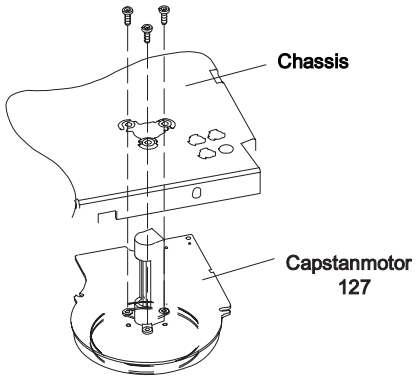

Fig. 17
– 3 Befestigungsschrauben (Fig. 17) auf der Oberseite entfernen und den Capstanmotor nach unten aus dem Laufwerk nehmen.
– Remove the driving belt (pos.126).
– Remove the three capstan motor fixing screws (Fig. 17) and withdraw the capstan motor downward from the tape deck.